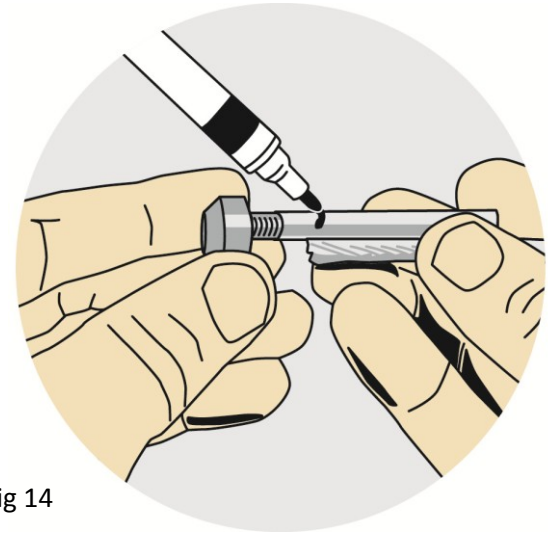

Fig 14
– Insert a piece of cable into the receiver end of the Swage Button End (Fig. 14) and mark on the fitting that indicates how far the cable penetrates.